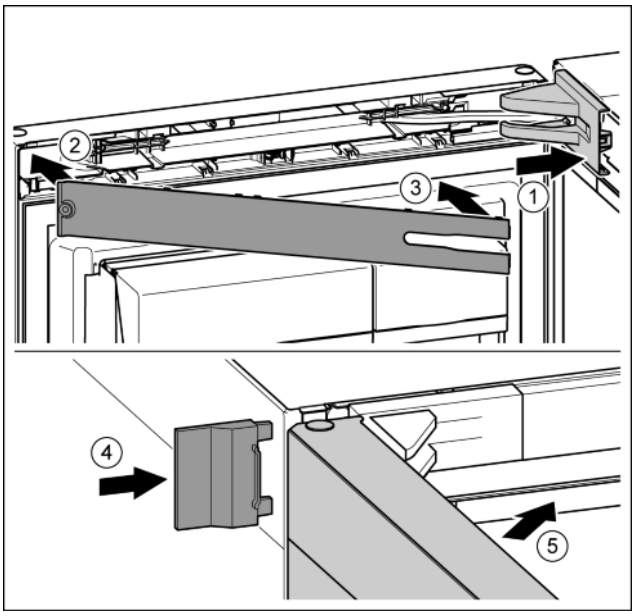

Fig. 24
▶ Position the bearing bracket and engage. If necessary push apart carefully. *Fig. 24 (1)*
▶ Position the panel. *Fig. 24 (2)*
▶ Swing in the panel and click into place. *Fig. 24 (3)*
▶ Slide on the external cover. *Fig. 24 (4)*
▶ Close the upper door. *Fig. 24 (5)*